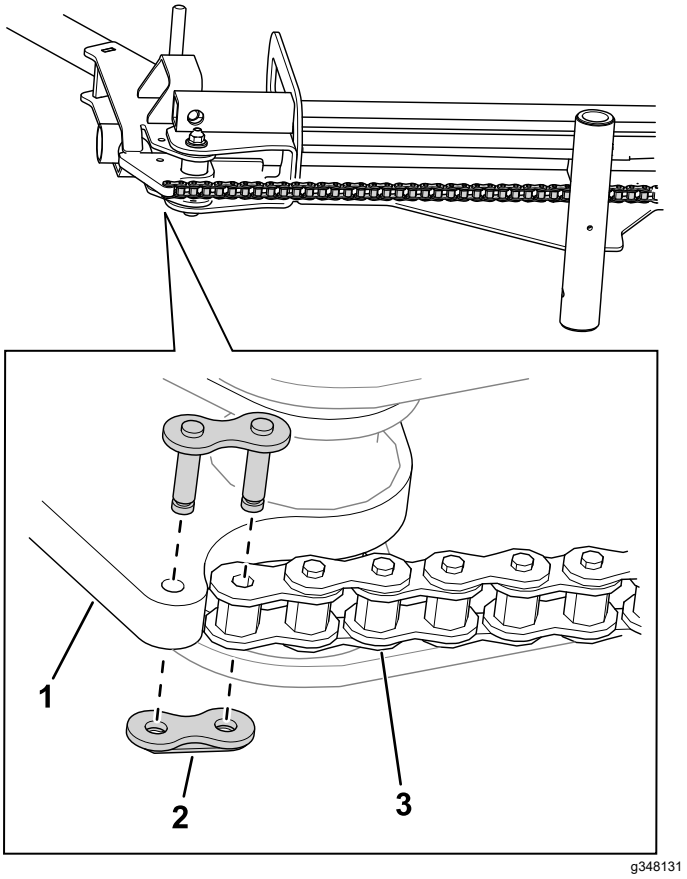

Figur 7
9. Använd en kedjelänk för att ansluta kedjan till rampenheten (Figur 7).